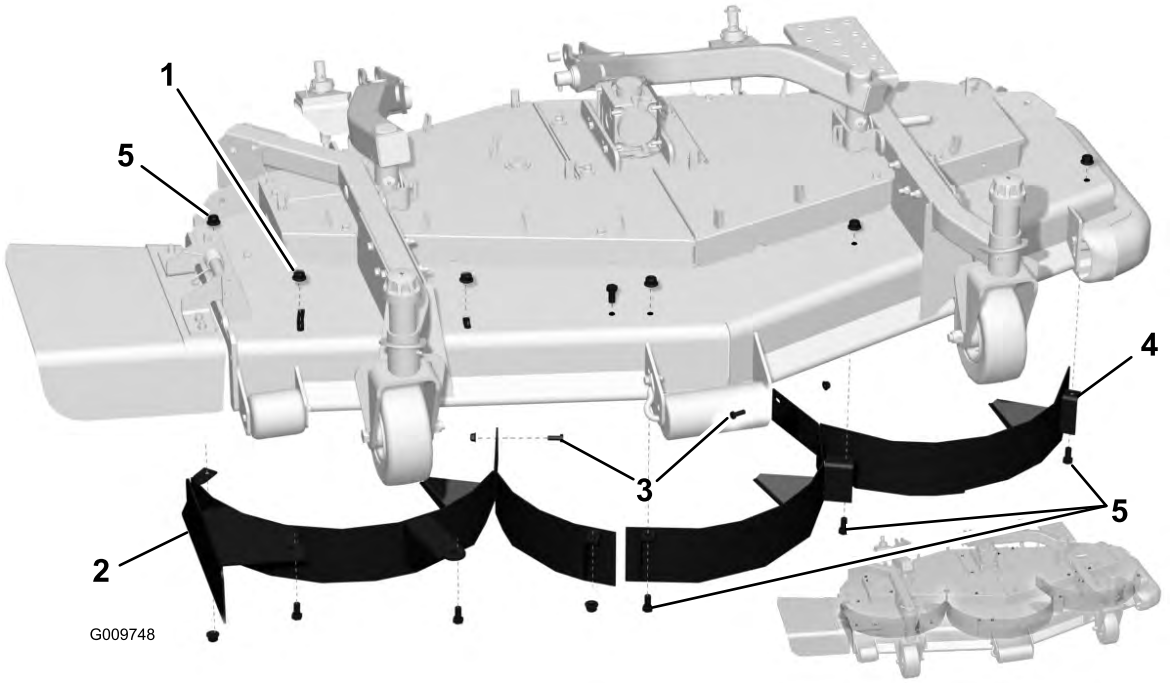

Figure 2
- Sur les plateaux de coupe de 183 cm, fixez le déflecteur sur le haut du plateau avec 2 boulons neufs (1/2 x 1") et 2 écrous neufs (1/2") (Figure 2).
- Sur les plateaux de coupe de 152 cm, fixez le déflecteur sur le haut du plateau avec 1 boulon neuf (1/2 x 1") et 1 écrou neuf (1/2") (Figure 2).
- Fixez l'arrière du déflecteur à l'arrière du plateau de coupe avec 1 boulon neuf (3/8 x 1") et 1 écrou neuf (3/8") (Figure 2).
3. Sur les plateaux de coupe de 152 cm uniquement, fixez le déflecteur gauche au déflecteur droit avec 1 boulon de carrossier neuf (3/8 x 1") et 1 écrou à embase neuf (3/8") (Figure 2).